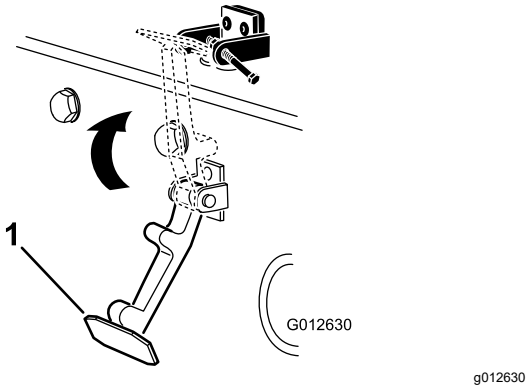

Figur 17
6. Kroka fast spärren på motorhuvslåsfästet (Figur 17).